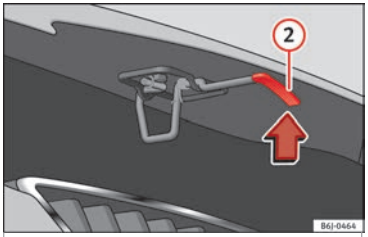

Fig. 6 Cam under the bonnet
• Lifting up the bonnet: press the release catch under the bonnet upwards ››› Fig. 6 (2). The arrester hook under the bonnet is released.